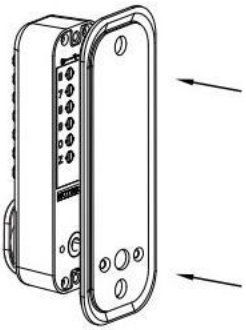

FIG7A
1) Bij installatie van een deur met een dikte van 35~42 mm, plaats het rubberen kussentje (zie afbeelding 7A).